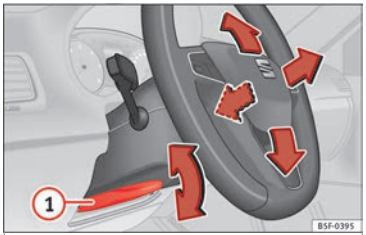

Fig. 16 Lever in the lower left side of the steering column.
- Adjusting the position of the steering wheel: Pull the ››› **Fig. 16** (1) lever down, move the steering wheel to the desired position and lift the lever back up until it locks.